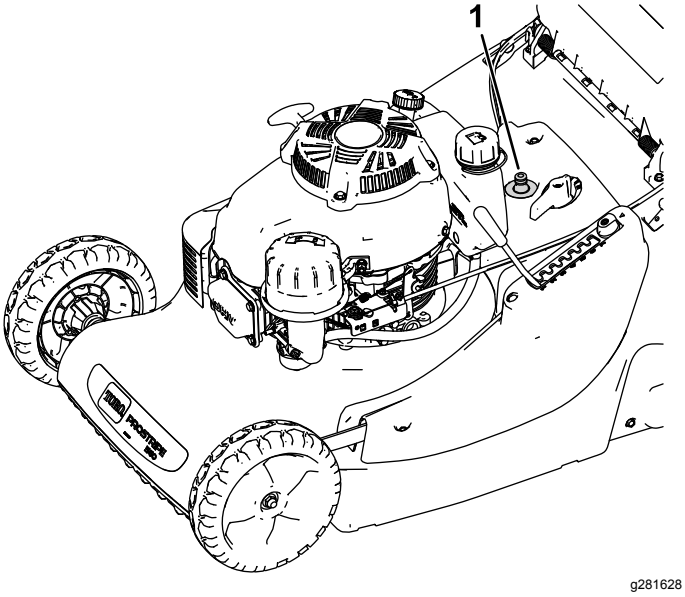

Figur 20
7. Fastgør en haveslange, der er sluttet til vandforsyningen, til gevindport (Figur 20).